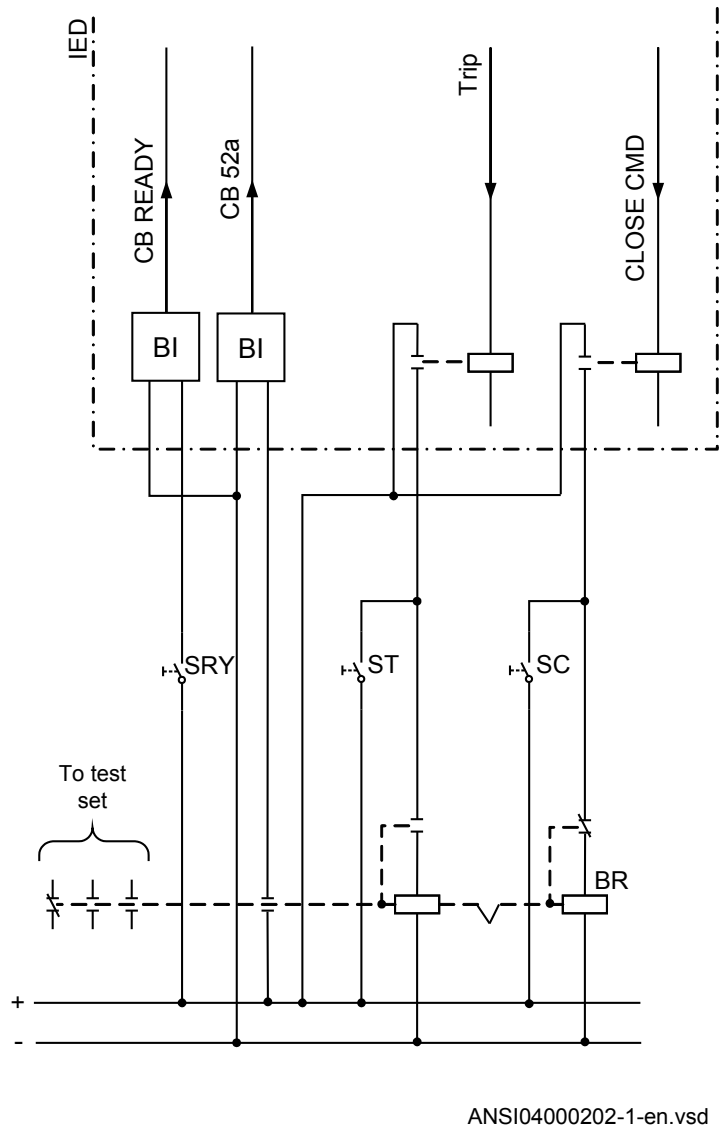

Figure 64: Simulating the CB operation by a bi-stable relay/breaker simulator and manual switches
The verification test is performed together with protection and trip functions. Figure 64 illustrates a suggested testing arrangement, where the circuit-breaker (CB) is simulated by an external bi-stable relay (BR), for example a relay type RXMVB2 or RXMD or Breaker Simulator of ABB. The following manual switches are used:
- Switch or push-button to close (SC)
- Switch or push-button to trip (ST)
4. Make arrangements for the simulation of the CB, for example as in figure 64.